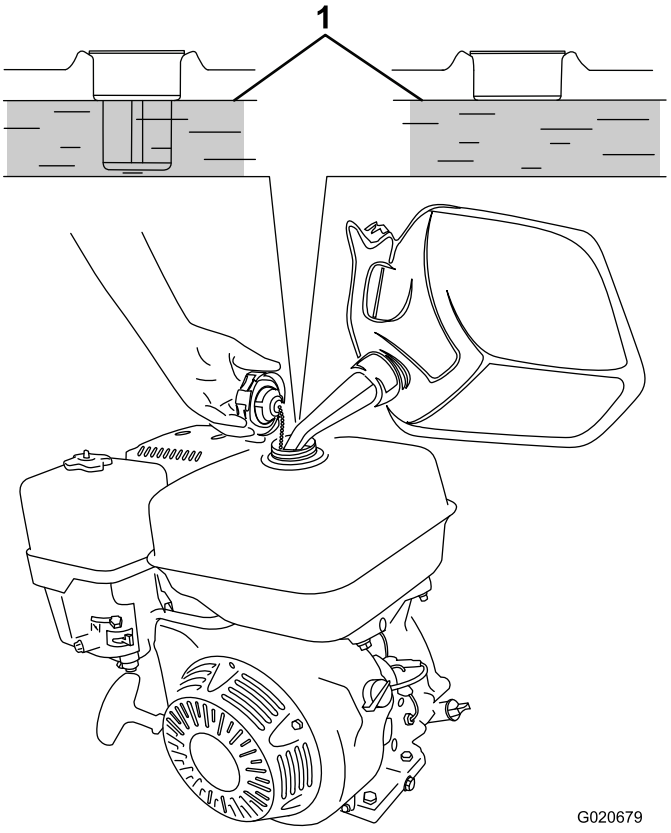

Figura 32
3. Añada gasolina sin plomo al depósito de combustible hasta que el nivel llegue al borde inferior del nivel máximo de combustible, según se muestra en Figura 32.